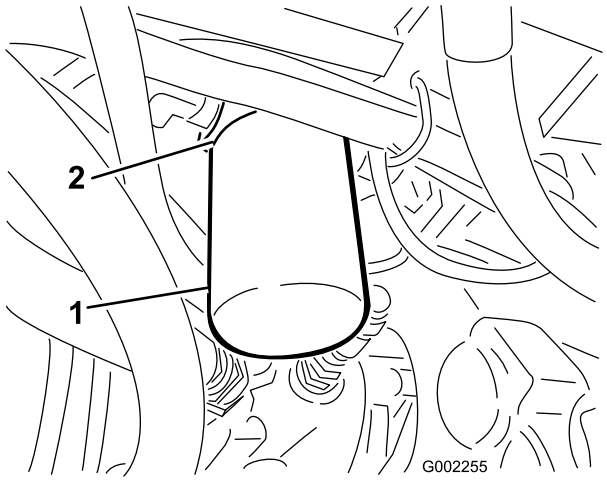

Figuur 57
2. Reinig de omgeving van de plaats waar het filter wordt gemonteerd (Figuur 57).
4. Verwijder het filter Figuur 57).
5. Smeer de nieuwe filterpakking (Figuur 57).